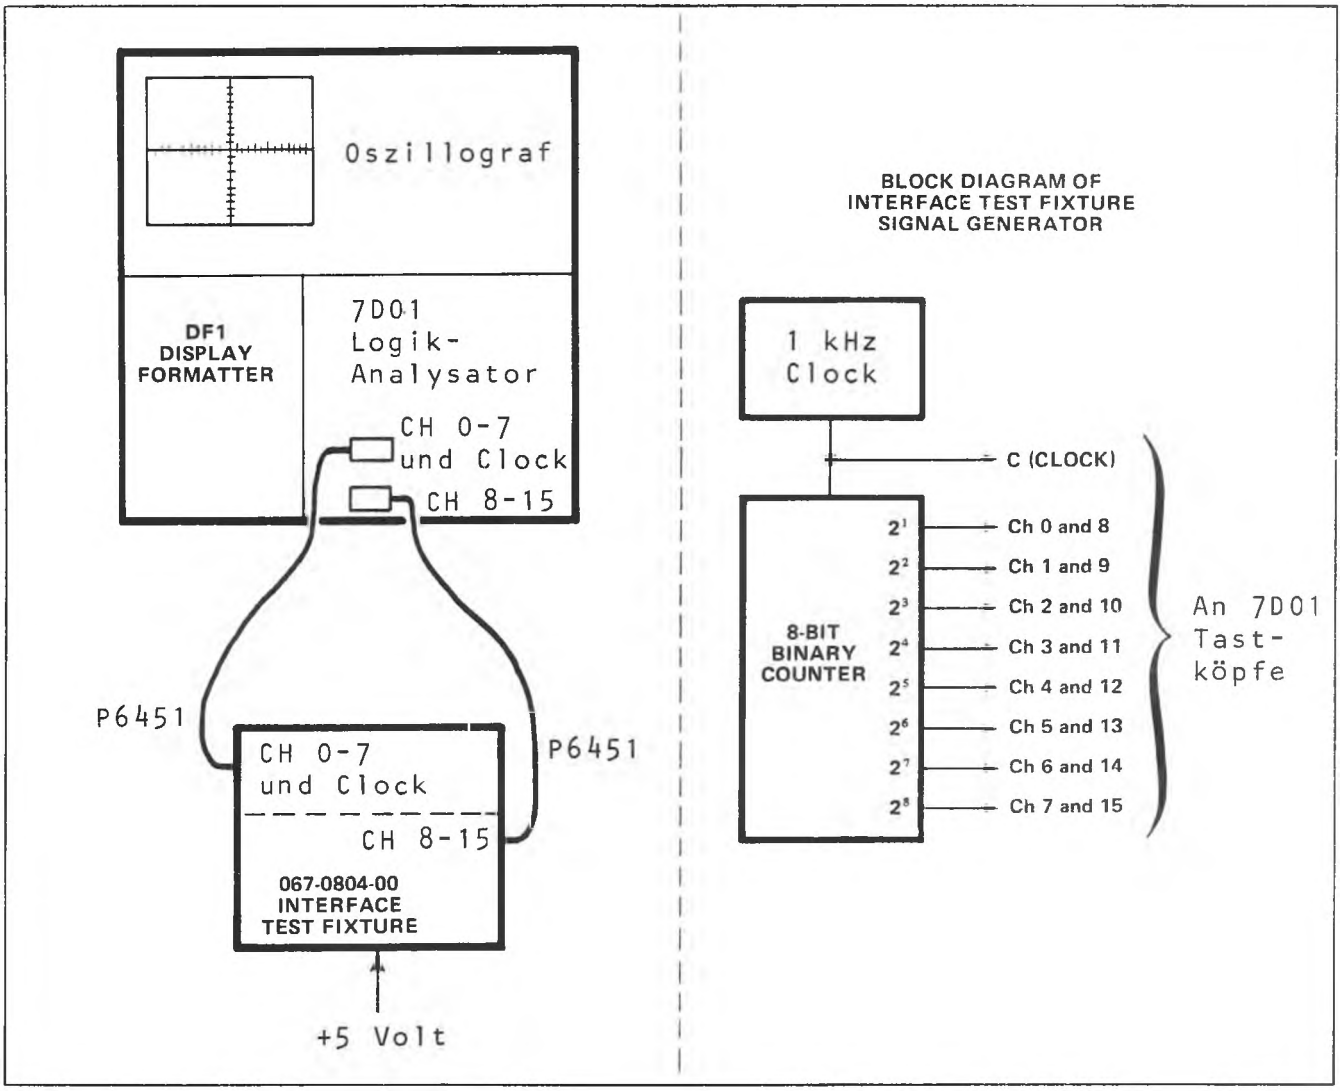

Abb. 4: Testanordnung
2. Bauen Sie die in Abb. 4 gezeigte Testanordnung auf.